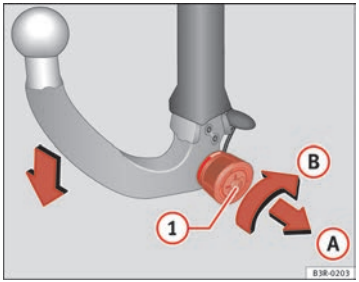
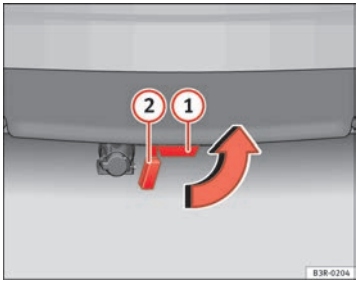

Fig. 161 Removable towing bracket: Removing the ball joint
Fig. 162 Rear bumper: fitting the cover piece
– Insert the key in the lock (1) ⇒ fig. 161 on the knob.
– Take hold of the ball joint and pull out the knob in direction (A).
– Keep hold of the knob and turn it as far as it will go in direction (B).
– Pull the ball joint down out of the mounting fixture (1) ⇒ page 201, fig. 162. The cover piece will cover the mounting fixture automatically (2).